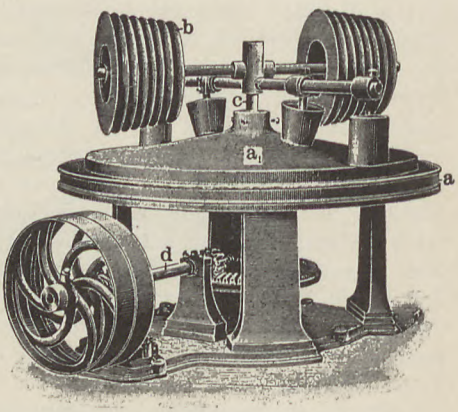

Fig. 299.
7. Thonbereitung für Platten, Teller, Töpfe und dergl. Haushaltungsgeräte geschieht ebenfalls auf Kollergängen. Fig. 299 stellt einen solchen dar, wie er für besagte Zwecke von der Firma Faure & Co. in Limoges hergestellt wird. Diese Firma ist auf diesem Spezialgebiete in Frankreich sehr bekannt. Der Kollergang dient